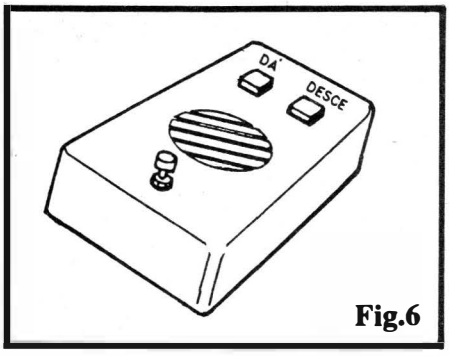

Fig.6
- **FIG. 6** - SUGESTÃO PARA CAIXA/ACABAMENTO - São, certamente, muitas as possibilidades de finalização do ODODE, porém a mais simples costuma ser a melhor (esse axioma também é válido em questões puramente estéticas...). Assim, a distribuição dos LEDs, furos de saída de som da cápsula piezo, **push-button**, etc., no painel principal do **container**, poderá obedecer a sugestão da figura. São muitas as caixas plásticas padronizadas, ofertadas no varejo especializado, e que se prestarão ao acondicionamento do circuito do ODODE, com bons resultados visuais... Marcações feitas com caractéres transferíveis ("Letraset" ou similar...) darão um aspecto mais profissional e sofisticado ao conjunto (aquela brincadeira dos rótulos "DÁ" e "DESCE", visto junto aos LEDs na figura, obviamente que não é obrigatória, podendo ser substituída por qualquer outro conjunto dual de marcações...).